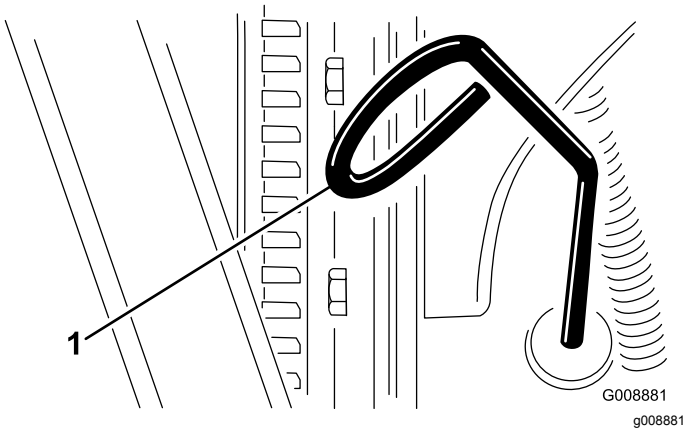

Figuur 20
3. Verwijder de peilstok en veeg deze schoon. Plaats daarna de peilstok weer terug (Figuur 20).